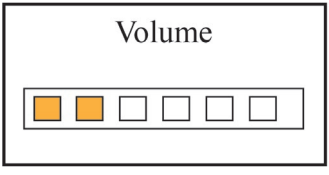

Figura 4.10B Configuración de Volumen
- Volume (volumen): Para ajustar el volumen del sonido (incluido el sonido de aviso, el sonido del pitido del pulso y el sonido clic de la tecla), hay 6 niveles de volumen de sonido opcionales, el valor predeterminado de fábrica es de nivel 3, como se muestra en la Figura 4.10B.